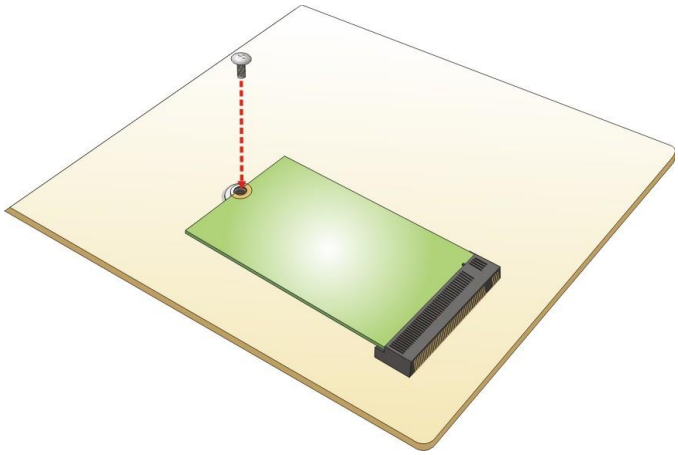

Figure 4-5: Securing the M.2 Module
Step 4: Secure the M.2 module with the previously removed retention screw (**Figure 4-5**).